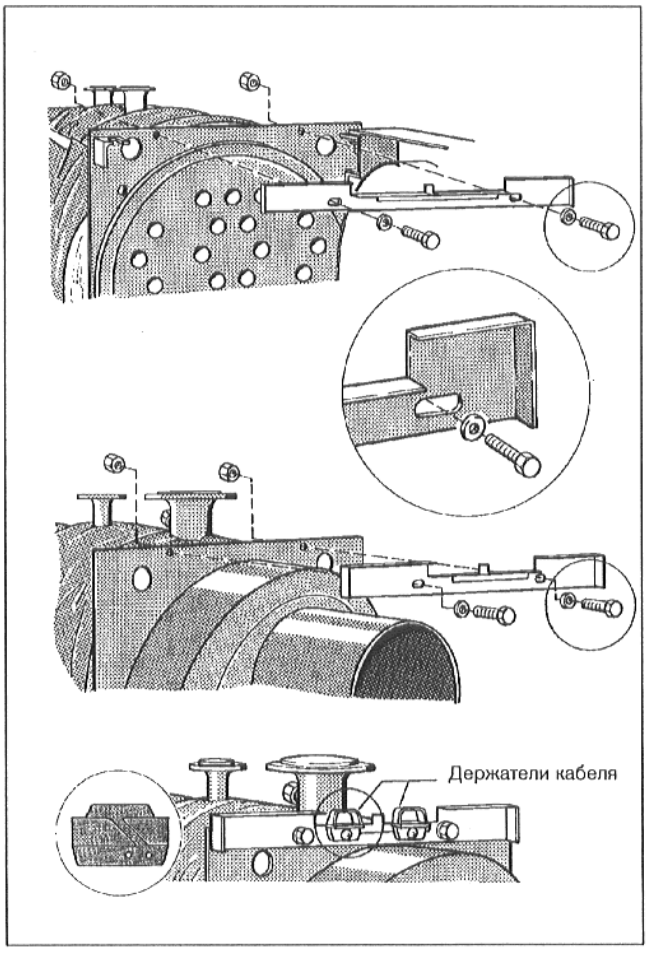

Рис. 9
- Привинтить траверсы вверху к передней и задней стенке корпуса котла, использовав по 2 комплекта винтов с шестигранной головкой, шайб и гаек (Рис. 9).
- Посредством винта привинтить держатели кабеля к задней траверсе (Рис. 9).